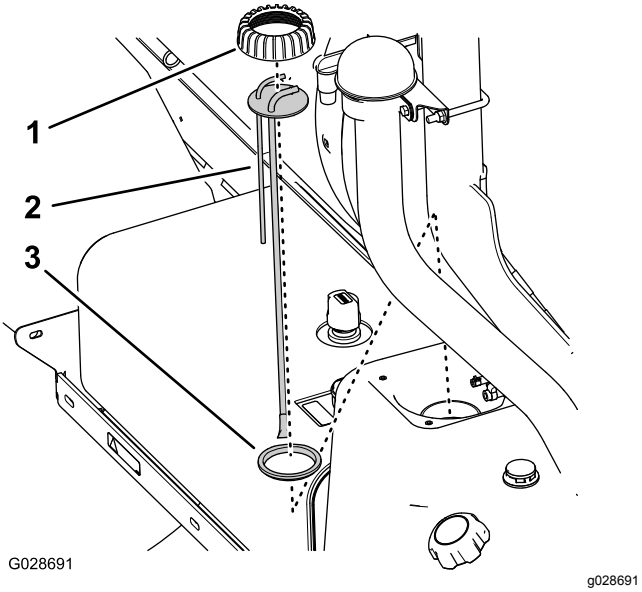

**Рисунок 77**
5. Снимите крышку вертикальной трубы, повернув ее против часовой стрелки (Рисунок 77).
6. Поднимите узел вертикальной трубы / датчика уровня топлива, чтобы снять его с топливного бака (Рисунок 77).
1. Установите крышку на вертикальную трубу и вставьте вертикальную трубу в уплотнение (Рисунок 77).
2. Совместите крышку, вертикальную трубу и уплотнение с баком и осторожно вставьте новый узел вертикальной трубы в топливный бак (Рисунок 77).
3. Наверните крышку на горловину топливного бака и затяните крышку вручную (Рисунок 77).